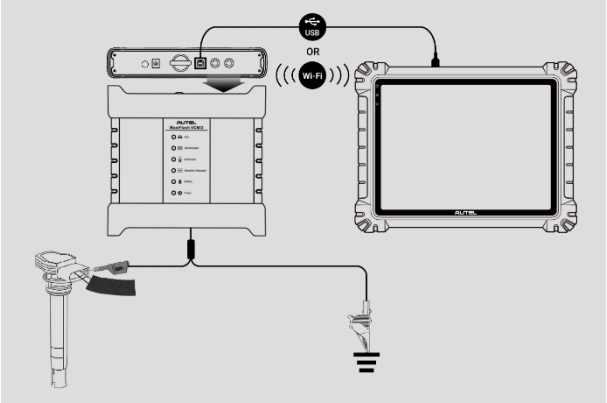

Figuur 9-1 ***Verbindingsschema***
1. Steek de betreffende testkabel of probe-aansluitingsuiteinden in het/de ingangskanaal(en) om de verbinding te voltooien. (Zie *Figuur 9-1 Verbindingsschema*)